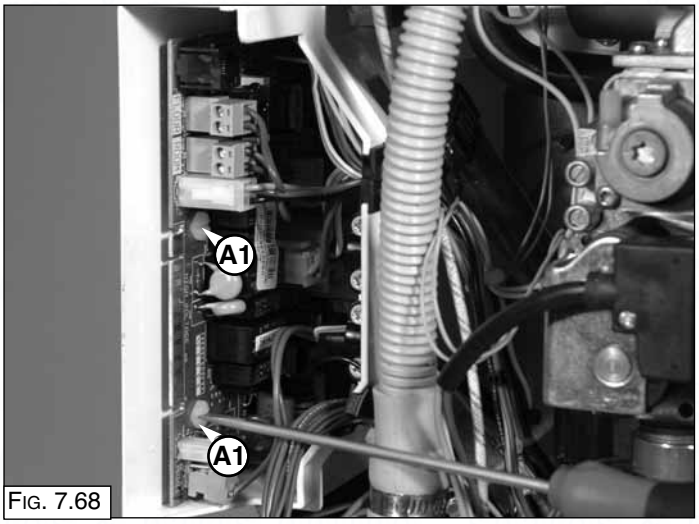

Fig. 7.68
2. Loosen the two screws **"A1"** and slide the PCB forward before removing the screws (Fig. 7.68).
2. Unplug all the electrical connections and loosen the screws **"A1"** (Fig. 7.68);